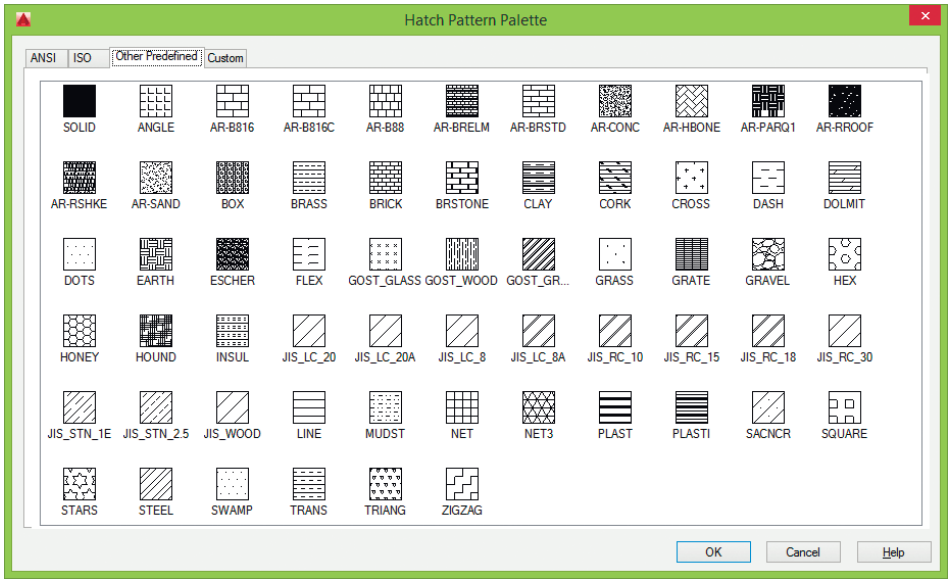

Рис. 11.5. Диалоговое окно с образцами штриховки
- **Pattern:** – образец штриховки. Удобно пользоваться как раскрывающимся списком, так и диалоговым окном **Hatch Pattern Palette** (рис. 11.5), которое загружается кнопкой с многоточием, находящейся справа от списка образцов. В этом диалоговом окне содержатся пиктограммы с графическими образцами различных штриховок. Для выбора образца штриховки достаточно указать его изображение. Имя образца штриховки запоминается в системной переменной HPNAME.